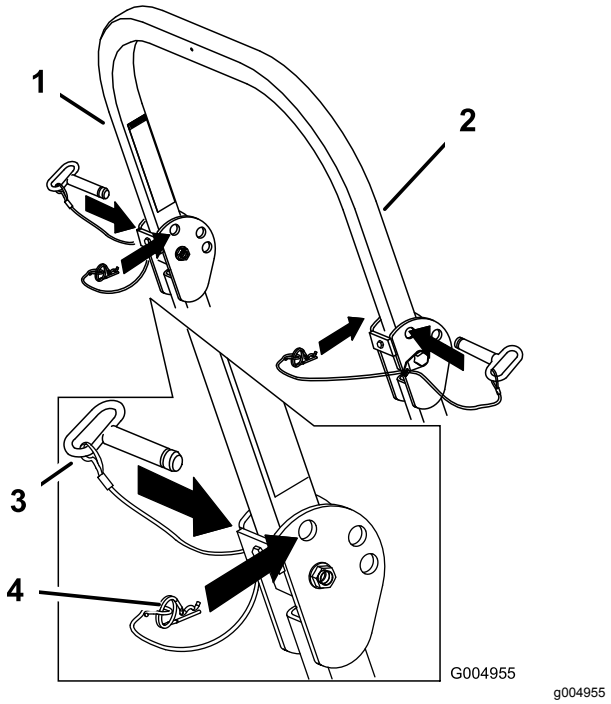

**Figuur 11**
1. Maak de R-pennen los en verwijder de 2 pennen (Figuur 11).
3. Plaats de 2 pennen en zet deze vast met de R-pennen (Figuur 11).
2. Klap de rolbeugel omhoog, plaats de 2 pennen en zet deze vast met de R-pennen (Figuur 11).